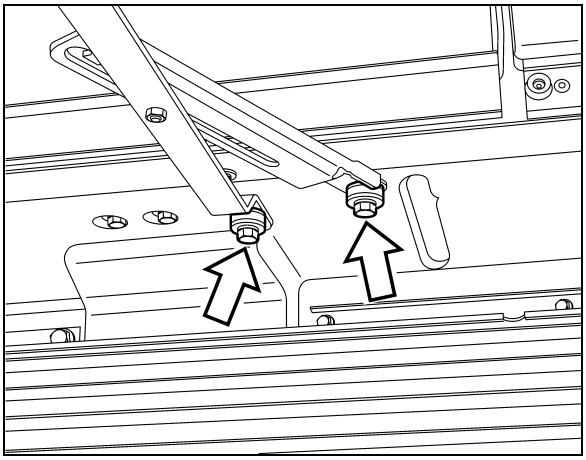

**FIGURE 23: UPPER ARM ASSEMBLY**
8. Open radiator door to access radiator assembly. Unfasten upper arm assembly (Figure 23).